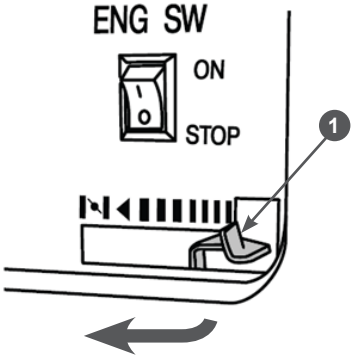

Рис. 6 Рычаг управления воздушной заслонкой
4. Для запуска холодного двигателя закройте воздушную заслонку карбюратора. Для этого переведите рычаг управления воздушной заслонкой в крайнее левое положение (Рис. 6). При запуске прогретого двигателя воздушную заслонку не закрывайте.